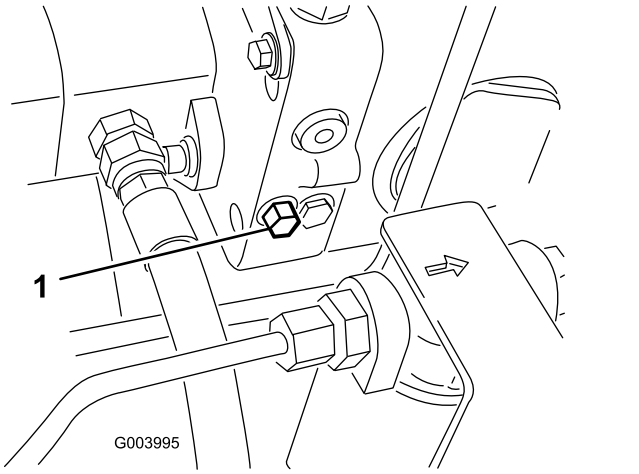

Figur 55
1. Drej bolten 1-1/2 omgang for at åbne den og lade olien løbe om internt (Figur 55).